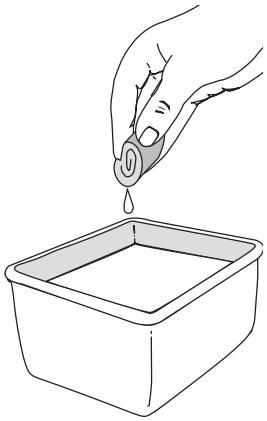

Fig. 23
3. Lavez le filtre dans un mélange d'eau et de détergent (Fig. 23). Rincez le filtre abondamment. Essorez l'excédent d'eau. Laissez sécher complètement.